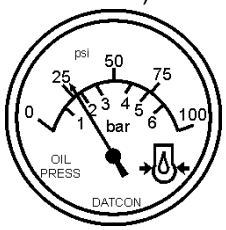

Figure 45. Oil Pressure Gauge
9. The engine **oil pressure gauge** (Figure 45) will indicate the oil pressure of the engine. Under normal operating conditions the oil pressure is approximately 28 to 71 psi. (193~490 kPa).